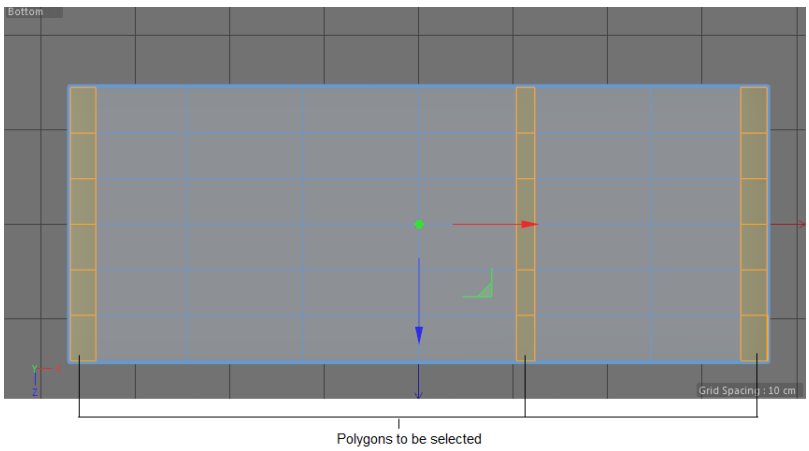

Figure 3-81 *The selected polygons of Computer table*
7. Choose the **Polygons** tool from the Modes Palette; the *Computer table* is displayed in the polygon mode. Choose **Cameras > Bottom** from the Menu in editor view; the Bottom viewport is maximized. Choose the **Live Selection** tool from the Command Palette and make sure that the **Visible Only** check box is selected. Next, enter **1** in the **Radius** spinner. Now, select the polygons of *Computer table*, as shown in Figure 3-81, using the **Live Selection** tool and the SHIFT key.